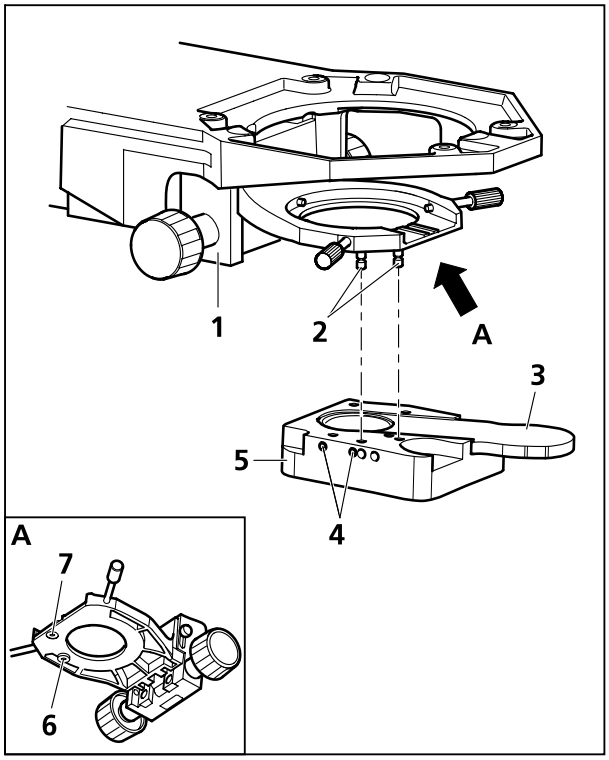

Bild 3-20 LED-Beleuchtung am Kondensor montieren
- Bolzen (Bild 3-20/**2**) von Hand in die Gewindebohrungen an der Unterseite des Kondensorträgers (Bild 3-20/**6** und **7**) einschrauben.
- LED-Beleuchtung (Bild 3-20/**5**) parallel zur Unterseite des Kondensorträgers (Bild 3-20/**1**) halten, nach oben auf die Bolzen (Bild 3-20/**2**) stecken und mit den eingesenkten Schrauben (Bild 3-20/**4**) links in der LED-Beleuchtung arretieren.
- Schieber mit Streuscheibe (Bild 3-20/**3**) in LED-Beleuchtung einschieben bzw. für Durchlicht-Polarisationskontrast den Polarisator für LED (427708-0000-000) einschieben.